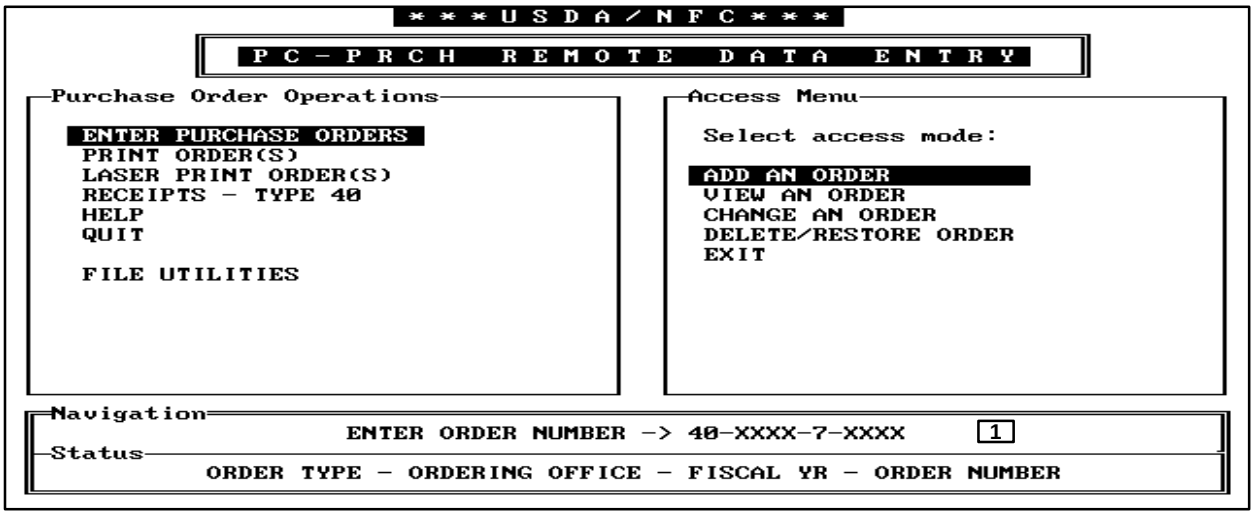

Figure 10. Enter Purchase Order Access Menu
Select Enter Purchase Orders or key in ***E***. The Enter Purchase Order Access Menu (**Figure 10**) is displayed showing a list of functions on the right side of the screen.
- To reuse an order number, or to enter an amendment to an existing order, go to the main menu. Select Enter Purchase Orders. At the Access Menu (**Figure 10**), select Delete/Restore Order. Delete the order in accordance with the instructions discussed in **Deleting An Order**. Return to the main menu and select File Utilities. At the Utility Menu, select Purge Deleted Orders. See **File Utilities, Purging Deleted Orders** in this section.